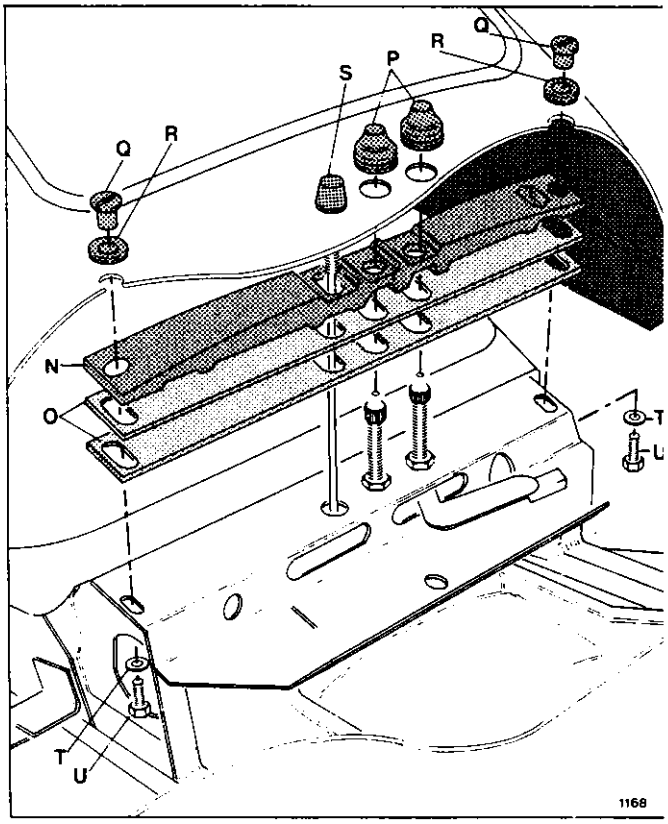

Abb. 1: Vorderseite des Oberteils
3. Das Oberteil öffnen, und die Schrauben U und die Kunststoffmuttern Q ausbauen (sehen Sie Abb. 1).
2. Die Gummitüllen P in die Löcher der Wischerwellen einsetzen (sehen Sie Abb. 1).
4. 2 Einlagen O und die Abstandshülse N in den Angelrahmen einbauen (sehen Sie Abb. 1).
4. Das Oberteil öffnen, und die Schrauben U, die Scheiben T, die Kunststoffscheiben R und die Kunststoffmuttern Q einbauen (sehen Sie Abb. 1). Die Schrauben dürfen nicht angezogen werden.
6. Sicherstellen, dass die Höheneinstellung des Oberteils im vorderen Teil des Fahrzeugs korrekt ist. Die Höheneinstellung ist korrekt, wenn die Dichtleiste an den Seiten der Karosserie überall gleichmässig zusammengedrückt ist. Wenn nötig, die Höhe am vorderen Teil der Karosserie mit Einlagen O einstellen (sehen Sie Abb. 1). Die Einlagen können eingeschoben/entfernt werden, wenn das Oberteil offen steht.
10. Die Schrauben U anziehen (sehen Sie Abb. 1).